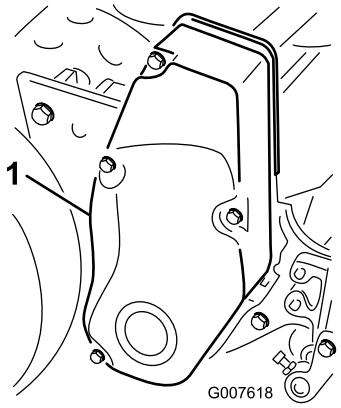

Figuur 34
1. Verwijder de bevestigingen van de drijfriemkap en de drijfriemkap zodat u bij de riem kunt komen (Figuur 34).